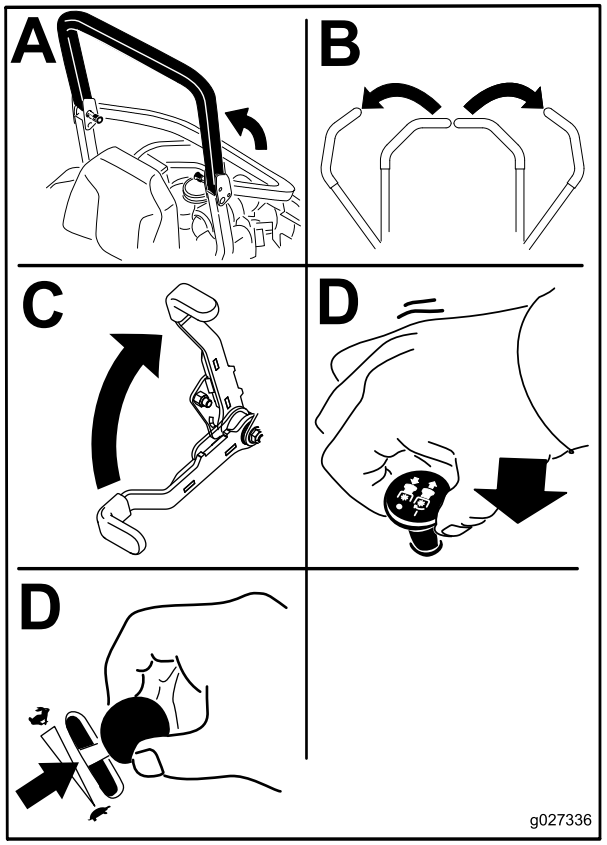

Figur 19
4. Flyt kontakten til regulering af skæreknivene (kraftudtag) til positionen Off (fra) (Figur 19).